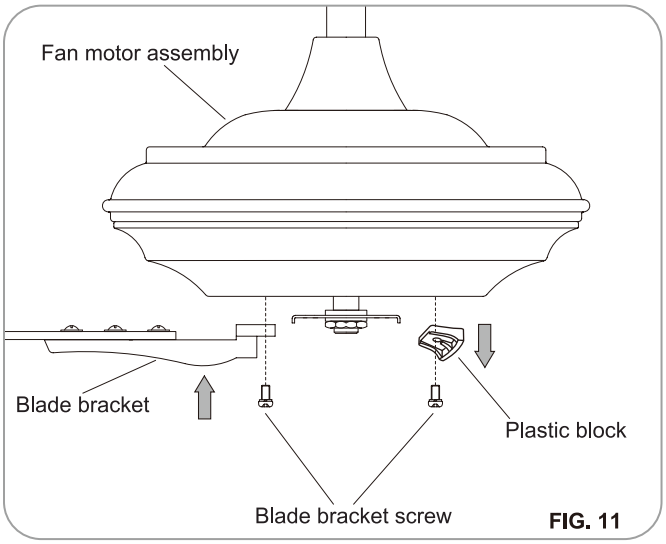

FIG. 11
Step 3. Attach the blade assembly to the fan motor assembly by tightening the two screws previously removed from the fan motor assembly. Repeat the process for the other blade assemblies. (Fig. 11)